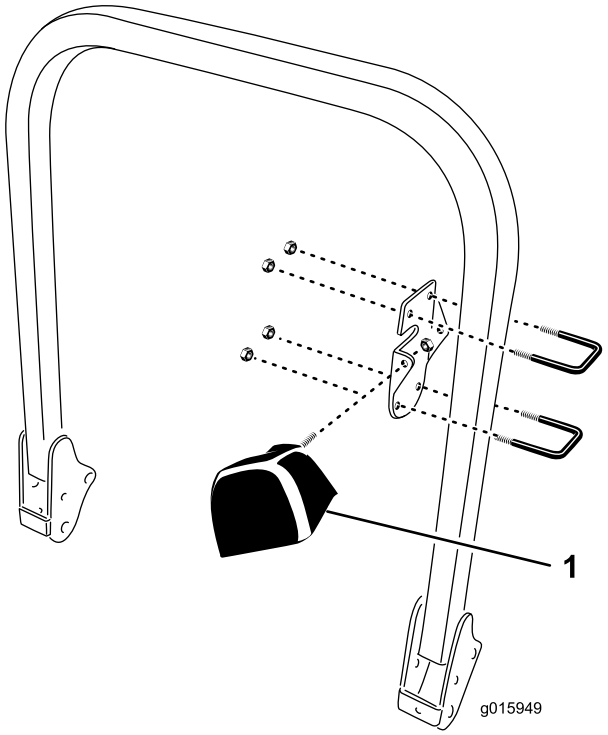

Figura 7
1. Montate la staffa della luce sulla parte interna del roll-bar mediante (2) bulloni a U e (2) dadi di bloccaggio (3/8–16), posizionando gli elementi come illustrato in Figura 7.